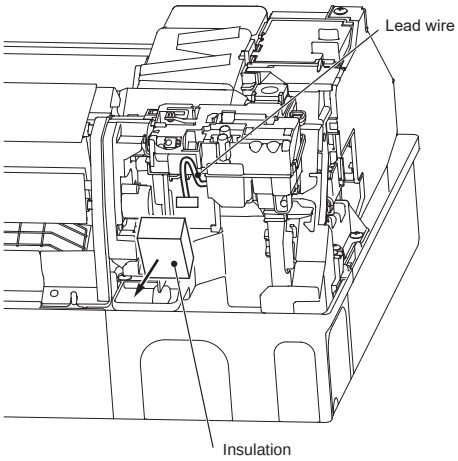

Fig. 1
2) Remove the insulation and take out the lead wire below the insulation. (Fig. 1)